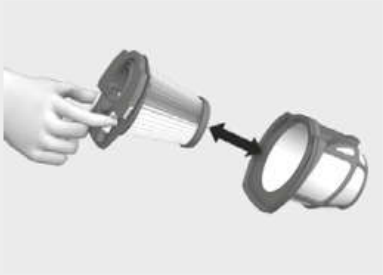

Fig. 15
2. Separe os dois filtros (fig. 15).